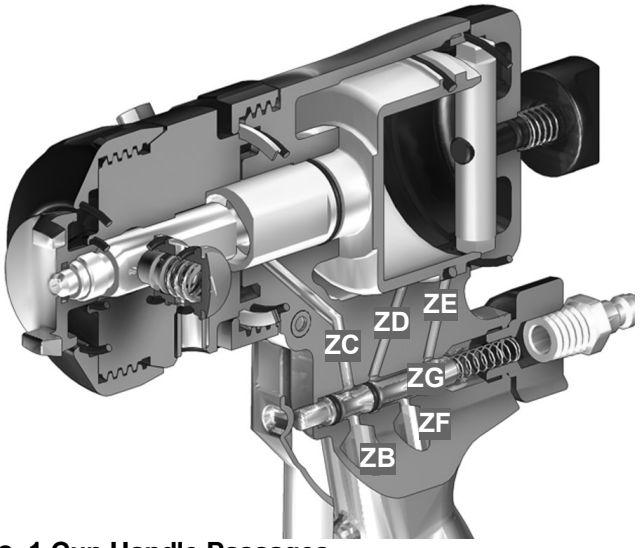

FIG. 1 Gun Handle Passages
2. If necessary, clean out passages in fluid housing and handle with drill bits. Refer to **TABLE 1 and to FIG. 1** for diameter and location of passages.